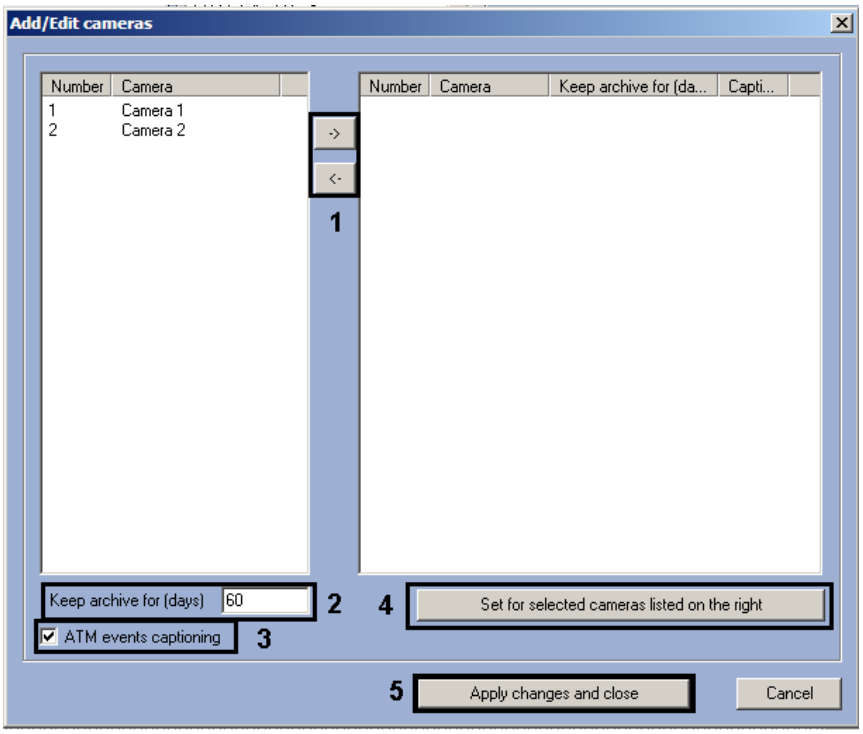

Fig. 4.3—6 Configuring cameras list
3. Move cameras from the list on the left to the list on the right with and buttons (see Fig. 4.3—6, 1).